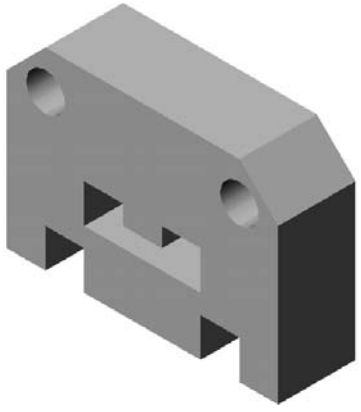
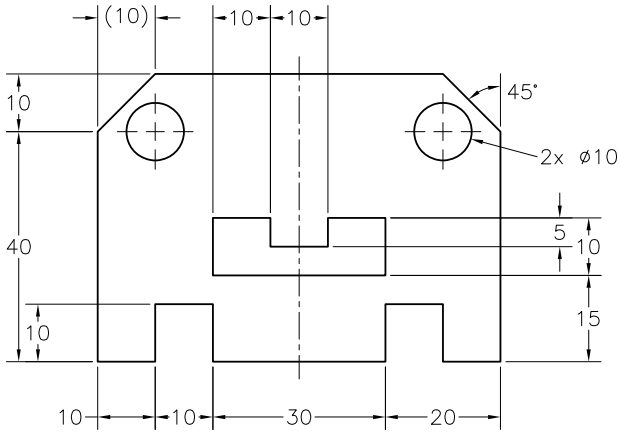

Figure 2-66 *Solid model for Tutorial 4*
Figure 2-67 *Sketch of the model for Tutorial 4*
e. Draw the inner circle using the **Circle** tool, refer to Figure 2-66.
In this tutorial, you will draw the sketch of the model shown in Figure 2-66. The sketch of the model is shown in Figure 2-67. Do not dimension the sketch. The solid model and the dimensions are given for your reference only. **(Expected time: 30 min)**
c. Draw the sketch of the model using the **Line** and **Circle** tools, refer to Figures 2-67 through 2-72.